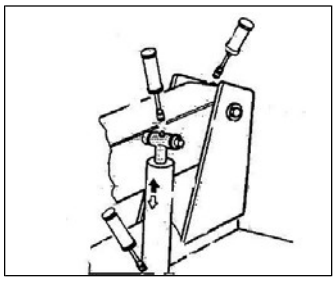

Рис. 8.1
2) Периодически выполняйте смазку кронштейна оси подъемного цилиндра, а также шарнирных соединений. Добавьте смазку через смазочные ниппели (см. Fig.8.1), используя обычную консистентную смазку.